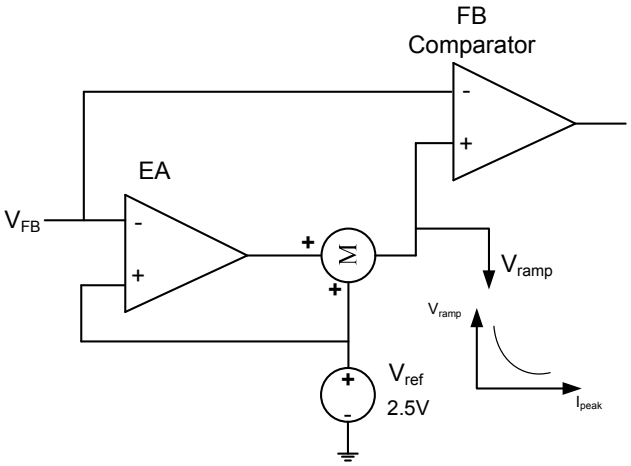

Figure 5: EA and Ramp Compensation
To improve load regulation, the MP150 implements an error amplifier (EA) compensation function (Figure 5). The MP150 samples the feedback voltage 6μs after the MOSFET turns off. EA compensation regulates the 2.5V reference voltage with the load, thus improving the power module regulation.
An internal ramp compensation circuit precisely maintains the output voltage. An additional exponential voltage sinking source pulls down the feedback comparator's reference voltage as shown in Figure 5. The ramp compensation is relative to the load conditions: Under full-load conditions, the compensation is ~1mV/μs; With a